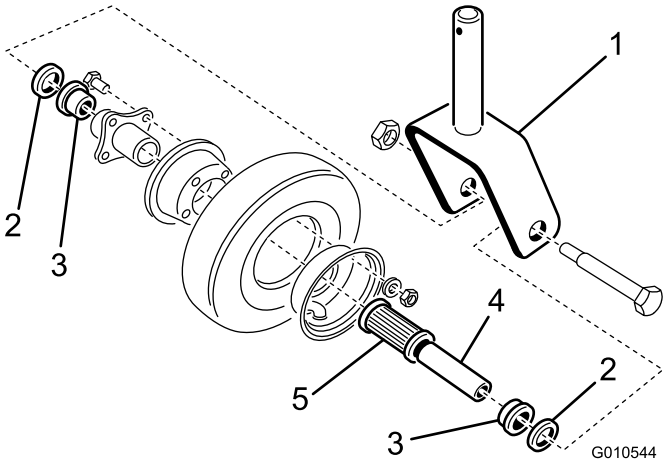

Figur 19
1. Skru låsemøtrikken af bolten, der holder styrehjulsenheden fast i styrehjulsgaflen (Figur 19). Tag fat i styrehjulet, og skub bolten ud af gaflen.
2. Tip hjulet sidelæns, og lad nøglebøsningen (Figur 19) falde ud.
3. Fjern den ene lejeholder fra hjulnavet, og lad lejet falde ud. Fjern lejeholderen fra den modsatte side af hjulnavet (Figur 19).